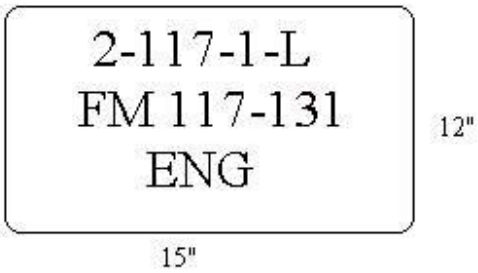

Figure 10-1 Compartment Bulls-Eye
View of a Compartment Number	Compartment numbers are made up of several components, all designed to give a quick orientation as to where the space is located on the cutter and what its general function is. (Figure 10-1)
(1) Compartment bull's eyes are to be applied in each space or compartment to identify the space, displaying the tac-number, the frames which bound the space and the division responsible for that space. An example is shown in Figure 10-1.
(2) A bull's eye should be visible from each access to the space.
(3) Lettering will be blue, two-inches in height and applied over a 12-inch high by 15-inch wide photo luminescent label.
(4) Spaces that can be accessed from the exterior of the ship will have painted bull's eyes, a yellow background with two inch high black letters.